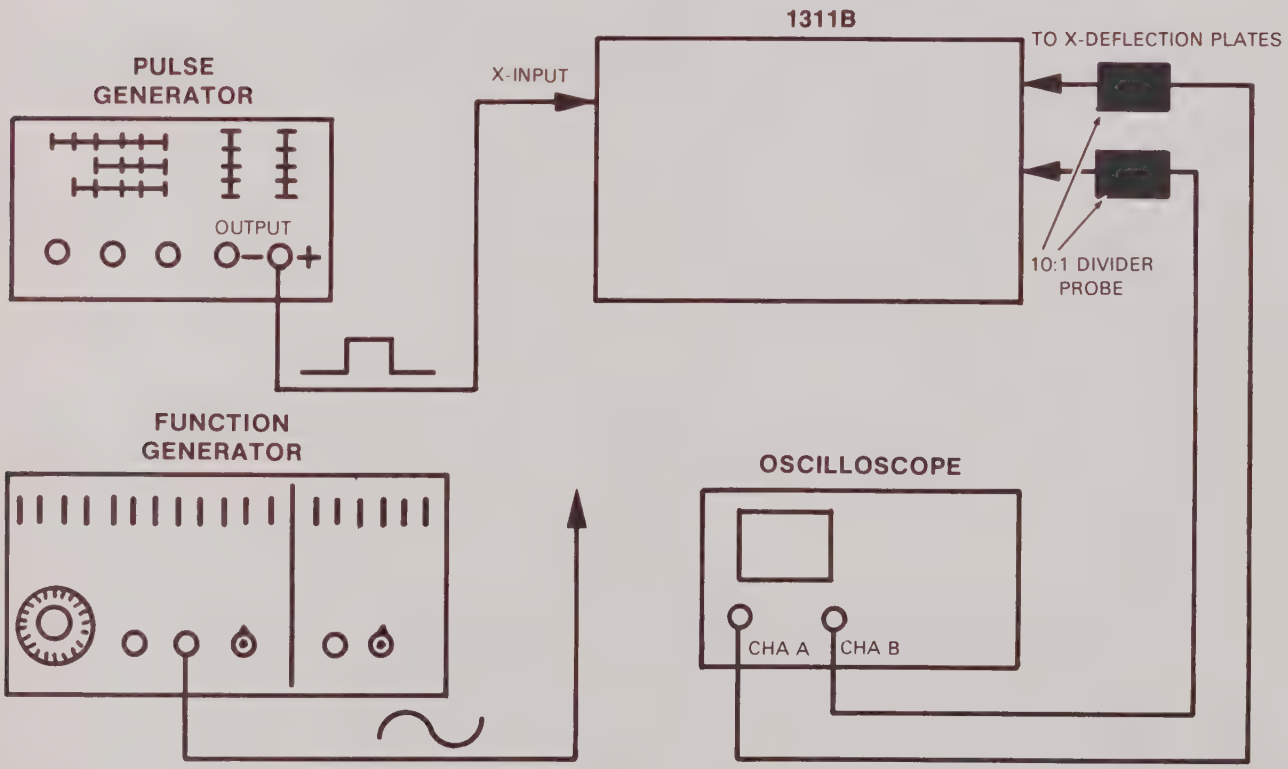

Figure 5-10. X-amplifier Pulse Response and Bandwidth Adjustment Setup
b. Connect equipment as shown in figure 5-10.